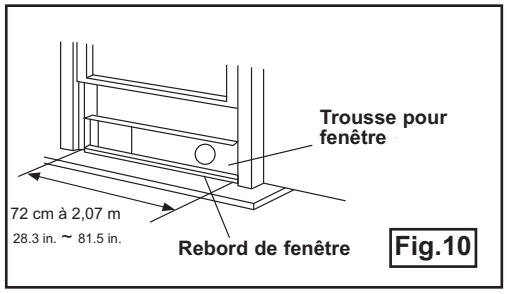

Fig.10
2. Fixez la trousse de glissière pour fenêtre au rebord de la fenêtre. Ajustez la longueur de la trousse de glissière pour fenêtre en fonction de la largeur de la fenêtre; raccourcissez la trousse réglable pour fenêtre si la largeur de la fenêtre est inférieure à 28.3 pouces. Ouvrez le châssis de fenêtre et posez la trousse de glissière pour fenêtre sur le rebord de la fenêtre. Fig. 10.